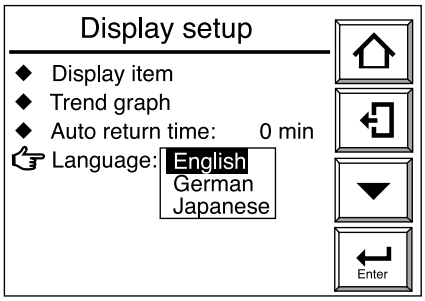

Figura 10.7 Display "Display Setup"
(1) Premere il tasto Configurazione nel display base per visualizzare il display Esecuzione/ Configurazione. Selezionare quindi Maintenance nel display Esecuzione/Configurazione.
(2) Nel display Maintenance selezionare quindi Display setup.
(3) Selezionare Language nel display Display setup. Viene visualizzato il display di selezione della lingua illustrato nella figura 10.7.
(4) Nel display Display setup selezionare la lingua desiderata.